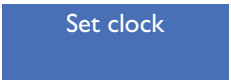

fig. 07
- Hold down the Continuous Dispensing button until the menu displays the "set clock" option (see fig. 07).
- To access the counters menu, go to the start of the second menu level (see fig. 07).